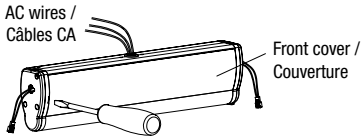

Fig. 1
1. Use a screw driver open the front cover and connect the battery connector.Route the AC wires out of the housing (see Fig.1).
1. À l'aide d'un tournevis, ouvrez le capot avant et branchez le connecteur de la batterie. Faites passer les fils d'alimentation hors du boîtier (voir fig. 1).